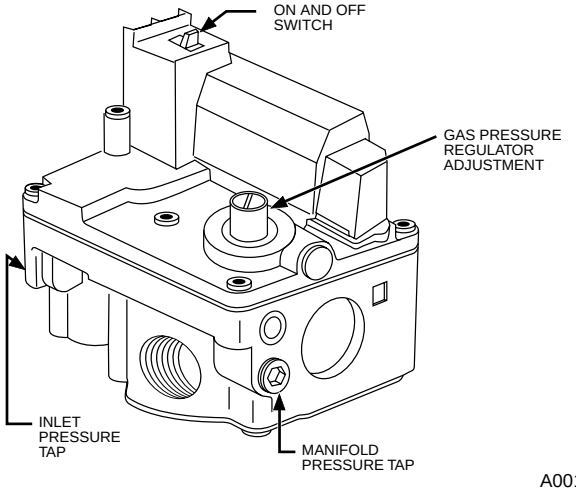

Fig. 47—Redundant Automatic Gas Control Valve
b. Remove manifold pressure tap plug from gas valve. (See Fig. 47.)